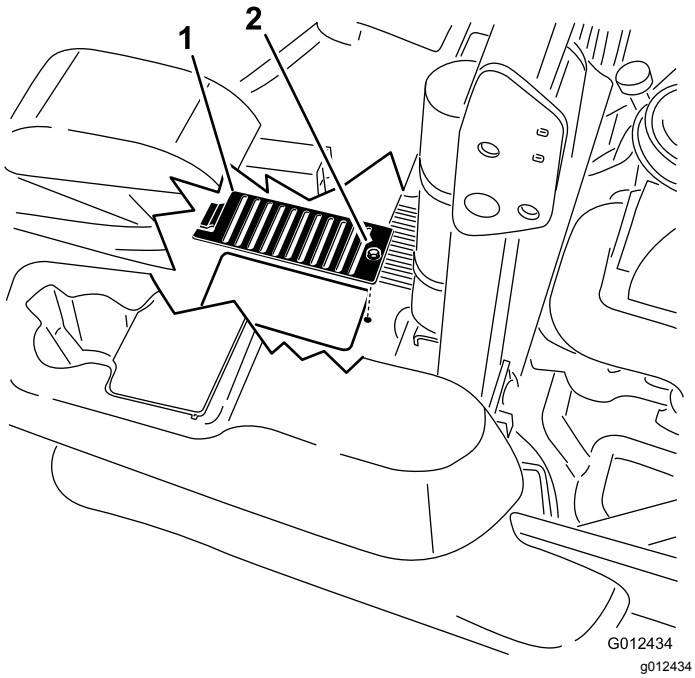

Figuur 69
6. Verwijder de bout en de kap van de peilstokken. Reinig rond de peilstok en de hydraulische eenheid (Figuur 69).